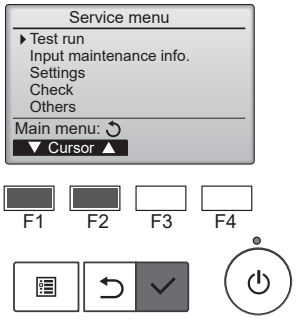

Fig. 8-1
(1) Dans le Menu SAV, sélectionnez "Test run" (Test fonctions) puis appuyez sur la touche [CHOIX]. (Fig. 8-1)